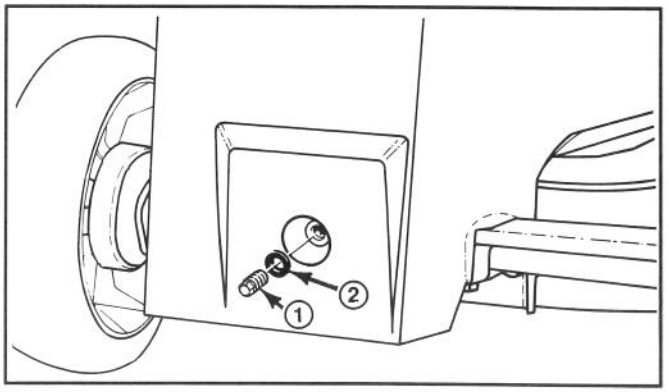

**Afbeelding 29**
**5.** Reik tussen het vlakke gedeelte en de tandwielkast en veeg het deel rond de plastic dop van de tandwielkast schoon (Afb. 29). Verwijder de dop en pakking van de tandwielkast en let op olie die eventueel uit de opening druipt. In dat geval de dop en de pakking snel terug aanbrengen omdat er dan voldoende olie is. Als er geen olie druipt moet er transmissie-olie toegevoegd worden: zie stap 6.